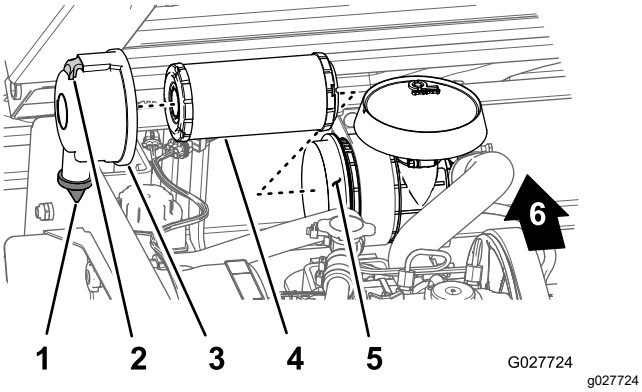

Rysunek 31
2. Sprawdź korpus filtra powietrza pod kątem uszkodzeń mogących być przyczyną nieszczelności i uchodzenia powietrza (Rysunek 31).
3. Pociągnij zatrzask na zewnątrz i obróć pokrywę filtra powietrza w lewo (Rysunek 31).
5. Delikatnie wysuń wkład filtra z obudowy filtra powietrza (Rysunek 31), uważając, aby nie strząsnąć nagromadzonego pyłu.
1. Oczyść otwór usuwania zanieczyszczeń znajdujący się w pokrywie filtra (Rysunek 31).
2. Wyjmij gumowy zawór wylotowy z pokrywy, oczyść wnętrze i wymień zawór wylotowy (Rysunek 31).
3. Włóż nowy wkład filtra do obudowy filtra, dociskając zewnętrzną obręcz wkładu, aby osadzić go w obudowie (Rysunek 31).
4. Ustaw pokrywę filtra powietrza równo z obudową filtra powietrza z gumowym zaworem wylotowym skierowanym w dół (w położeniu pomiędzy godziną 5 a 7, patrząc od końca), tak jak pokazano na Rysunek 31.
5. Zamocuj pokrywę filtra do obudowy za pomocą zatrzasków (Rysunek 31).